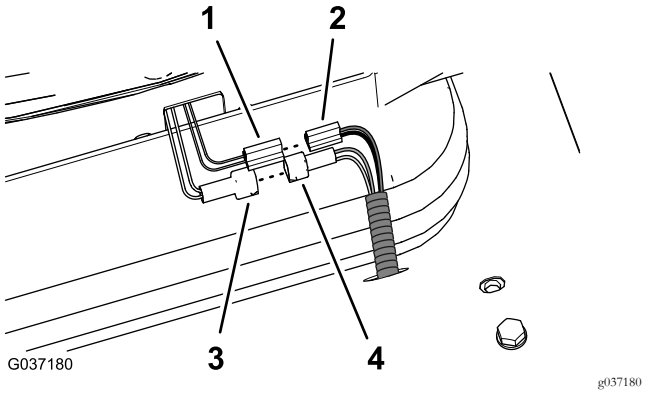
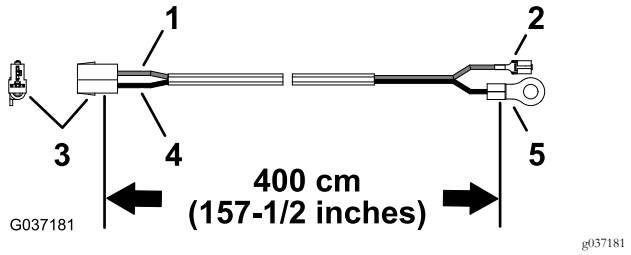

Figuur 30
Figuur 31
2. Sluit de connector voor de stoelschakelaar (gele en grijze draad) aan op de connector van de machinekabelboom (Figuur 30)
3. Zoek de kabelboom van 400 cm (met ringcontact); zie Figuur 31.
5. Sluit de stekker met 2 platte contacten voor de luchtvering van de stoel aan op de connector met 2 contacten (zwarte en rode draad) van de kabelboom van 400 cm van de set (Figuur 30 en Figuur 31).